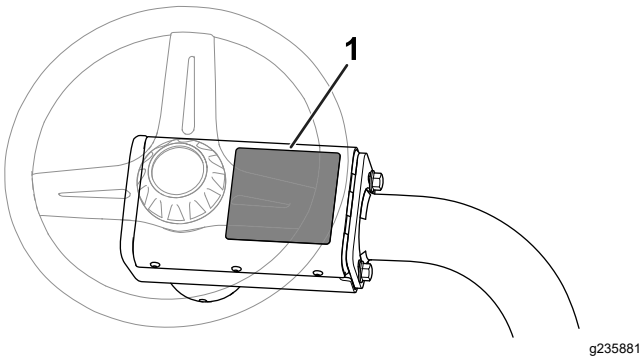

**Figura 9**
- Applicate l'adesivo di avvertenza CE (n. cat. 136-8505) sull'adesivo di avvertenza esistente (n. cat. 136-8506). La Figura 9 illustra la posizione dell'adesivo di avvertenza.